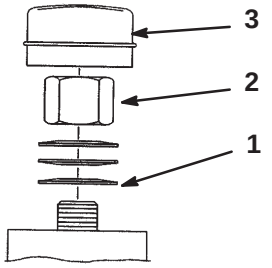

Figure 49
2. Retirez le capuchon anti-poussière de la roue et serrez le contre-écrou (Fig. 49).
3. Continuez de le serrer jusqu’à ce que les rondelles élastiques soient aplaties, puis desserrez-le de 1/4 de tour pour obtenir la précharge correcte des roulements (Fig. 49).
Important Veillez à installer les rondelles comme illustré à la Figure 49.